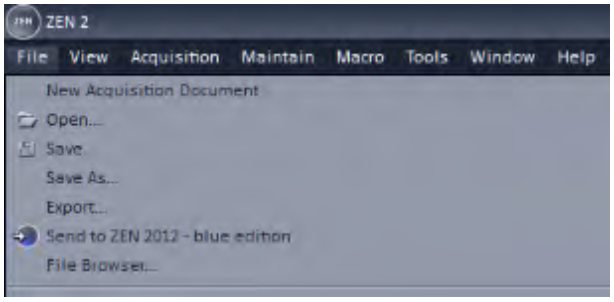

Fig. 183 File menu, Save As function
- For saving (Fig. 183) the images together with coordinates and defined regions of interest or points of interest use the .czi file format.